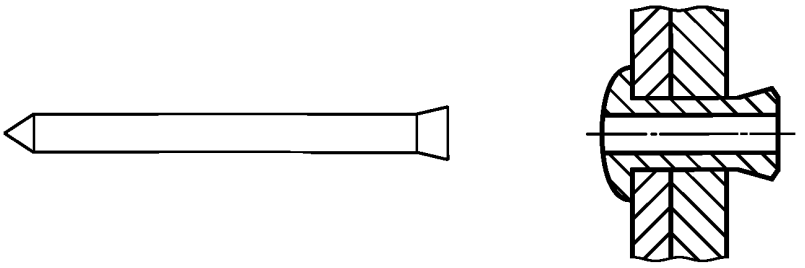

Рисунок 4 — Сердечник, протягиваемый насквозь
2.2.1.1 **сердечник, протягиваемый насквозь** (pull through mandrel): После вставления заклепки в отверстие сердечник полностью протягивается сквозь тело заклепки до получения сквозного отверстия (рисунок 4).